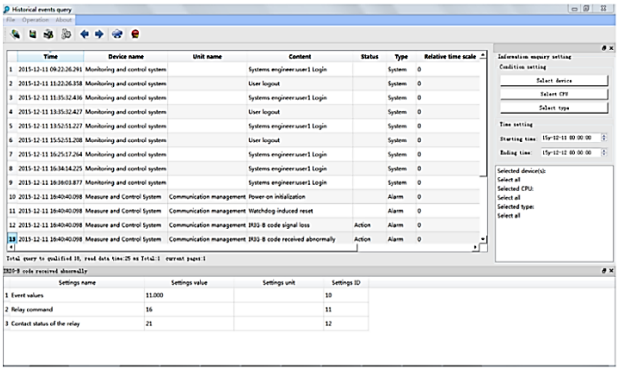

Figure 3-18: result of historical query
- Double-click an event can display the window for viewing parameter. That window displays the parameter of the selected event. The window for viewing parameter will change with the selected event change. As shown in **Figure 3-18** result of historical query.